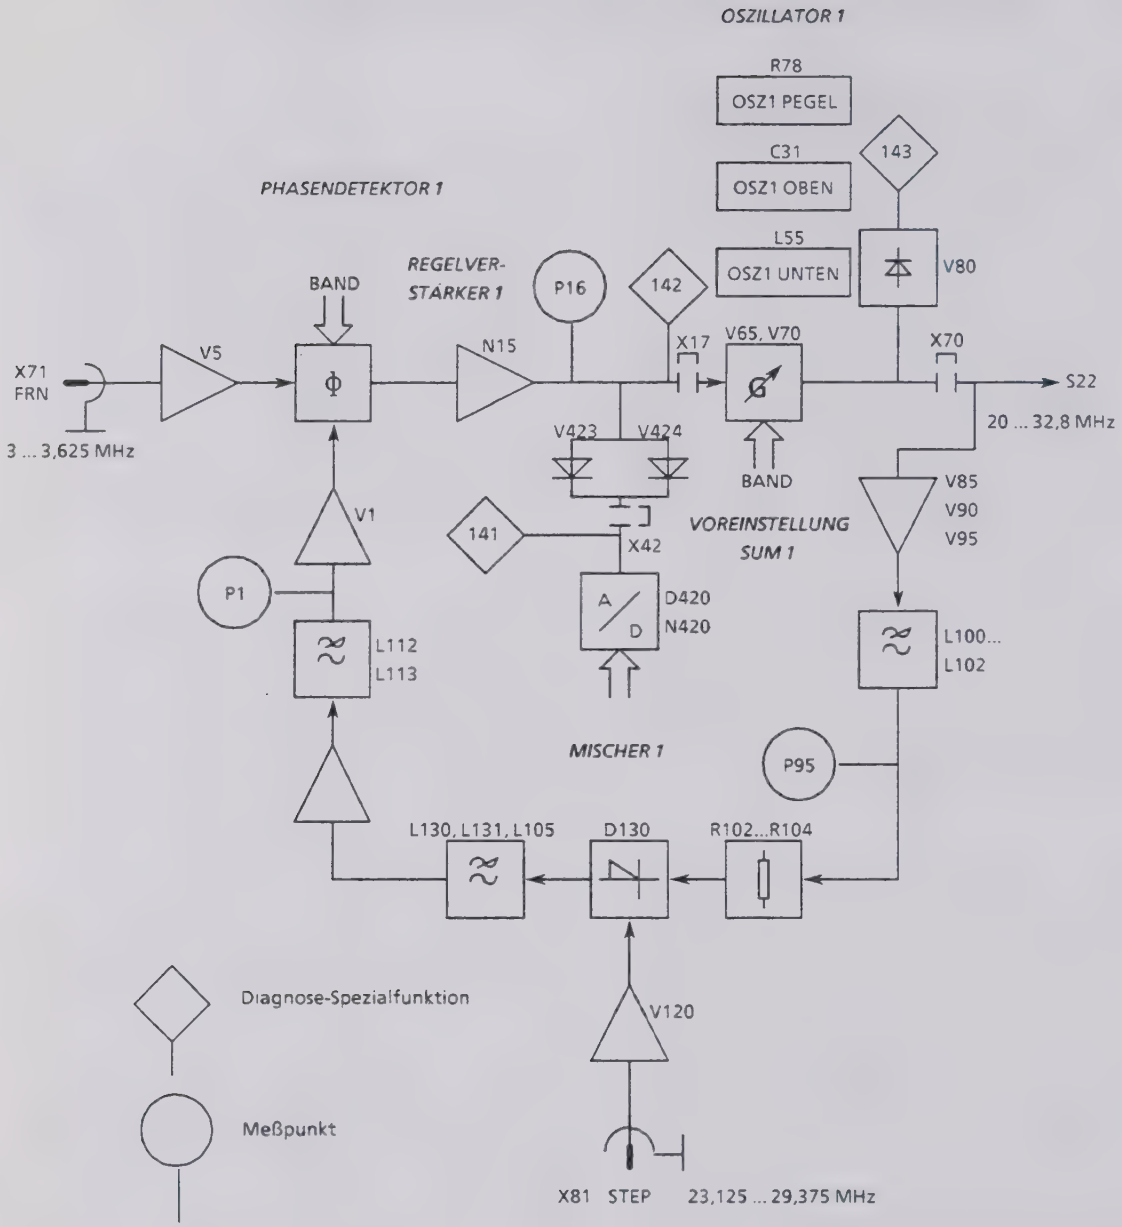

Bild 5-1 Funktionsstromlauf der "Summierschleife 1"
(Hierzu Stromlauf 819.7166 S und Bild 5-1)
5.1.1 Summierschleife 1 (siehe Bild 5-1)
Die obigen Frequenzen sind in Bild 5-1 vermerkt.